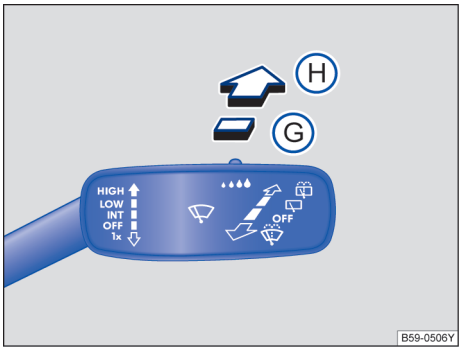

图 89 挡风玻璃雨刮器拨杆：后窗雨刮器操作
– 将挡风玻璃雨刮器拨杆向前按到位置Ⓖ→图 89，大约每隔六秒，雨刮器刮一次车窗→ⓘ。